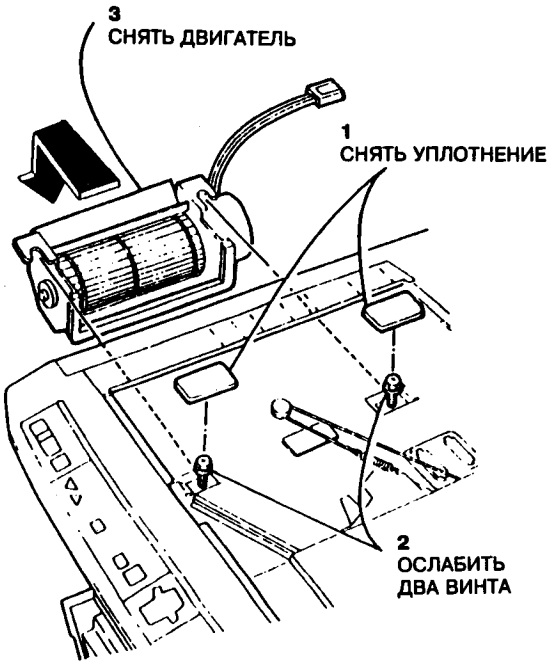

Рис.1 Снятие двигателя вентилятора фьюзера
4. Снять уплотнение, затем двигатель вентилятора фьюзера (рис.1).